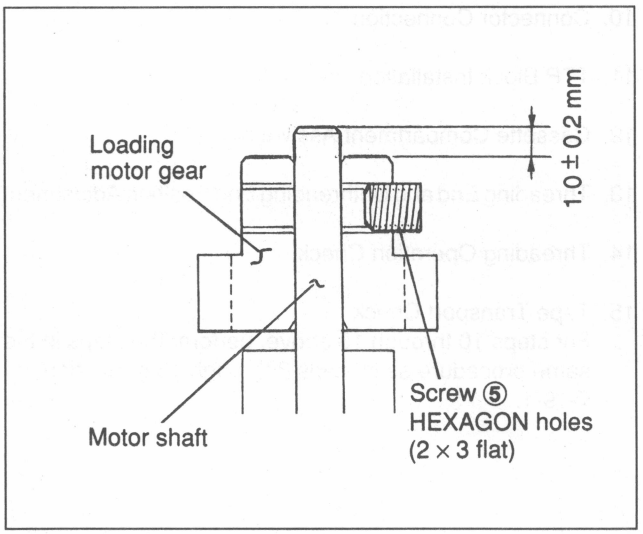

Fig.7-19-11 Loading Motor Gear Installation
(2) As shown in Fig. 7-19-11, attach the loading motor gear removed in step 7-(2) to the end surface of the motor shaft with screw ⑤ so that the projection measured from the top of the loading motor gear satisfies the specification (1.0 ± 0.2 mm).